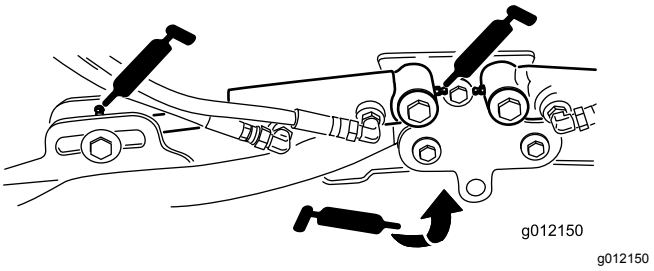

Figur 45
- Klippeenhedens løftearmscylindere (2 hver) (Figur 45)
- Løftearmenes drejetapper (1 hver) (Figur 45)